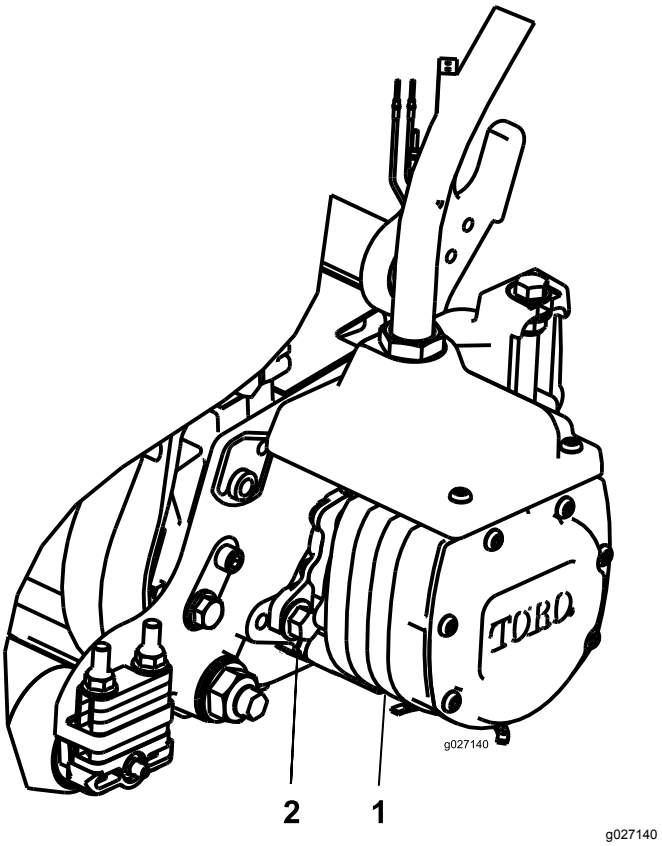

Figur 11
14. Montera motorn genom att vrida den medurs så att motorflänsarna går fria från skruvarna (Figur 11).